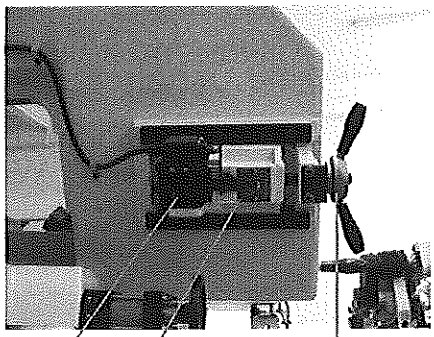

Fig.7
To tension the blade, turn the blade tension handle (A) (fig. 7) clockwise. A pointer and tension scale (B) is located underneath the wheel. The scale is graduated to indicate blade tension of 20,000, 30.000 and 35,000 pounds per square inch (psi). For carbon blades, the blade should be tensioned at 20,000 psi. For bi-metal blades (similar to the one supplied with the machine), the blade should be tensioned at 30,000 or 35,000 psi. Always release blade tension at the end of each working day to prolong blade life. Make sure the blade is tensioned correctly before checking or adjusting tracking. The blade is tracking properly when the back of the blade is just lightly touching the wheel flanges of both wheels while the machine is running. If the blade is not touching the wheel flanges, tighten or loosen screw C (fig. 7) until the blade tracks properly.